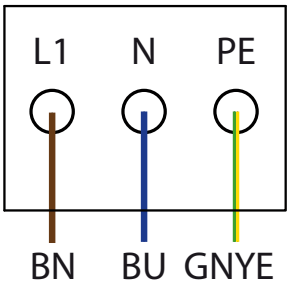

Bild 15: AC-Anschlussklemmen
8. AC-Leitungen entsprechend der Beschriftung der Leiterplattenklemmen vollständig in die Federklemme einführen. (Bild 15 auf Seite 21)
11. Leitungen entsprechend der Beschriftung der Leiterplattenklemmen (Bild 15 auf Seite 21) mit dem Anzugsdrehmoment (Kapitel 7.2 auf Seite 18 anschließen).